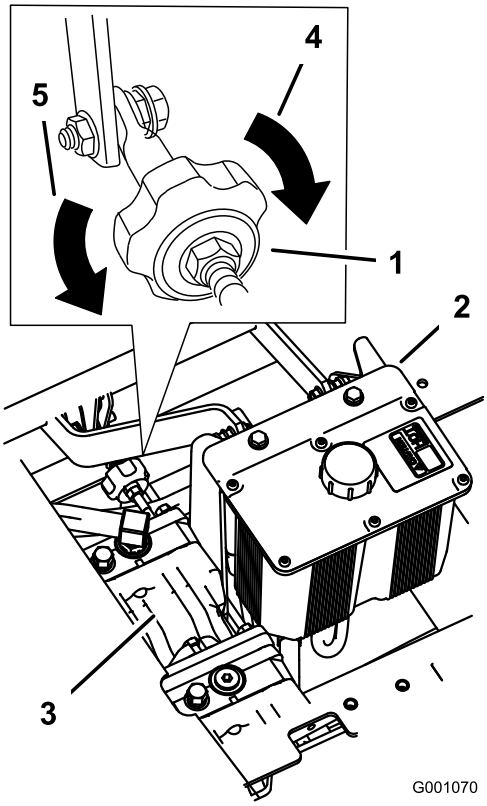

Figuur 73
2. U stelt de lengte van de pompstang af door de knop in de juiste richting te draaien, totdat de het wiel stil staat of iets achteruit kruipt (Figuur 73).